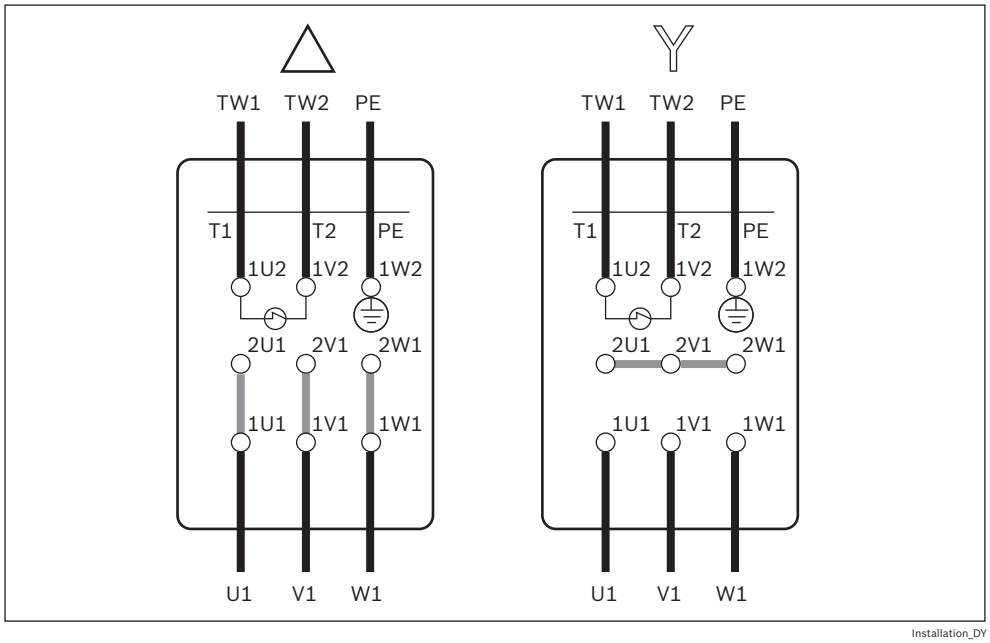

Fig. 59: Schema degli allacciamenti collegamento a triangolo/a stella
- Effettuare un collegamento del motore a stella o a triangolo, in base agli schemi di allacciamento, vedi Fig. 59 a pagina 71, e allo schema degli allacciamenti nella morsettiera.
- Per modificare il senso di rotazione del motore invertire due cavi a scelta (U1, V1 o W1, vedi Fig. 59 a pagina 71).